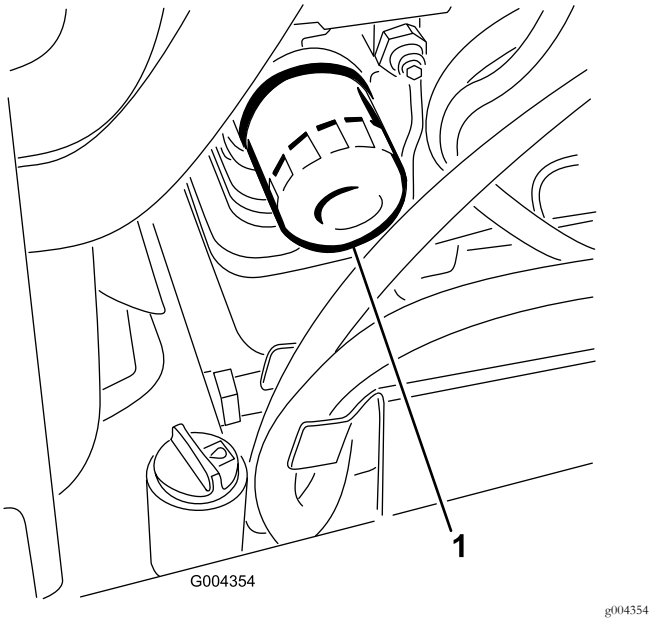

**Rysunek 39**
3. Wyjmij stary filtr (Rysunek 39) i wytrzyj powierzchnię uszczelki adaptera filtra.